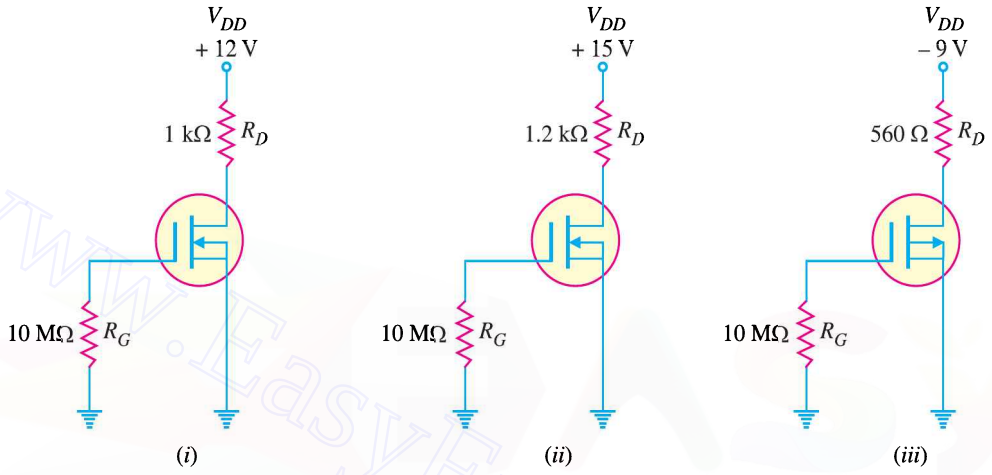

Fig. 19.67
9. Determine V_{DS} for each circuit in Fig. 19.67. Given I_{DSS} = 8 mA. **[(*i*) 4V (*ii*) 5.4V (*iii*) – 4.52V]**